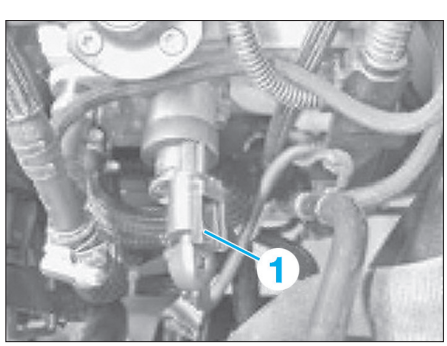

Fig. 55
• Déverrouiller et débrancher le connecteur (1) de l'unité de dosage **(Fig.55)**.